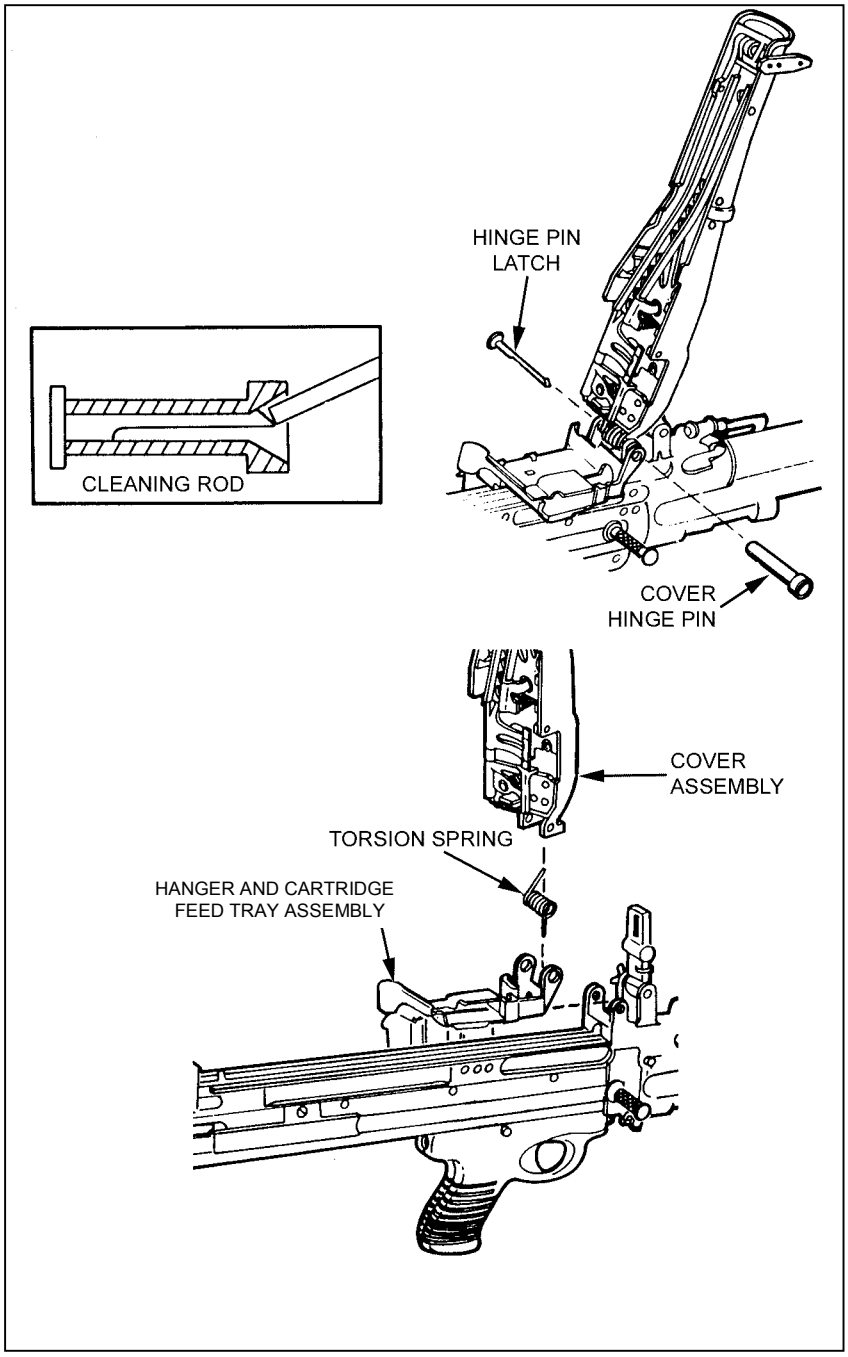

Figure 2-11. Removal of the cover, hanger and cartridge feed tray assemblies.
c. **Removing the Cover, Hanger and Cartridge Feed Tray Assemblies**. The gunner uses a cleaning rod to unlatch the hook of the hinge pin latch. He removes the hinge pin latch and cover hinge pin. He removes the cover assembly, torsion spring, and hanger and cartridge feed tray assembly (Figure 2-11).